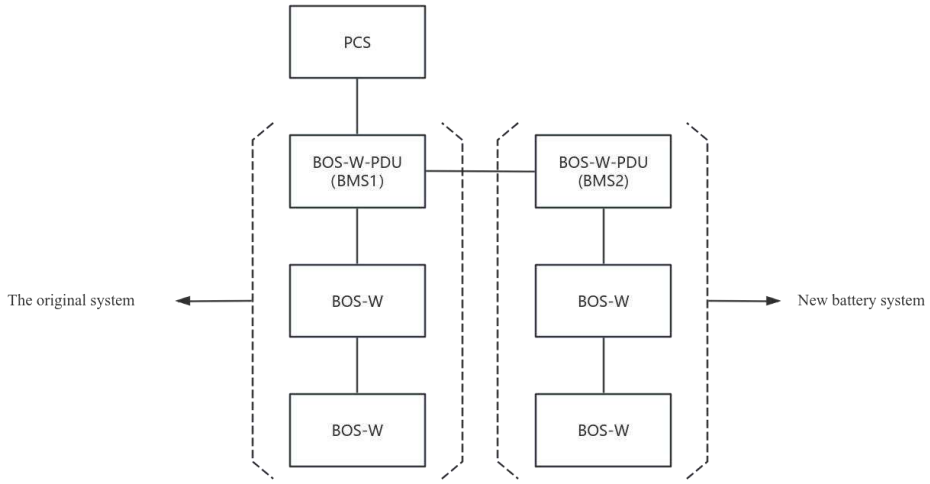

Figure2 Network diagram
Step 1: Verify the battery serial number (SN). If the manufacturing date difference between the new and old batteries is within two years, capacity extension is allowed.
Step 5: Please attach a terminal resistance to the out port of the last HV box when cofronting a parallel communication issue. (The last HV box is BOS-W-PDU(BMS2) as figure 2)